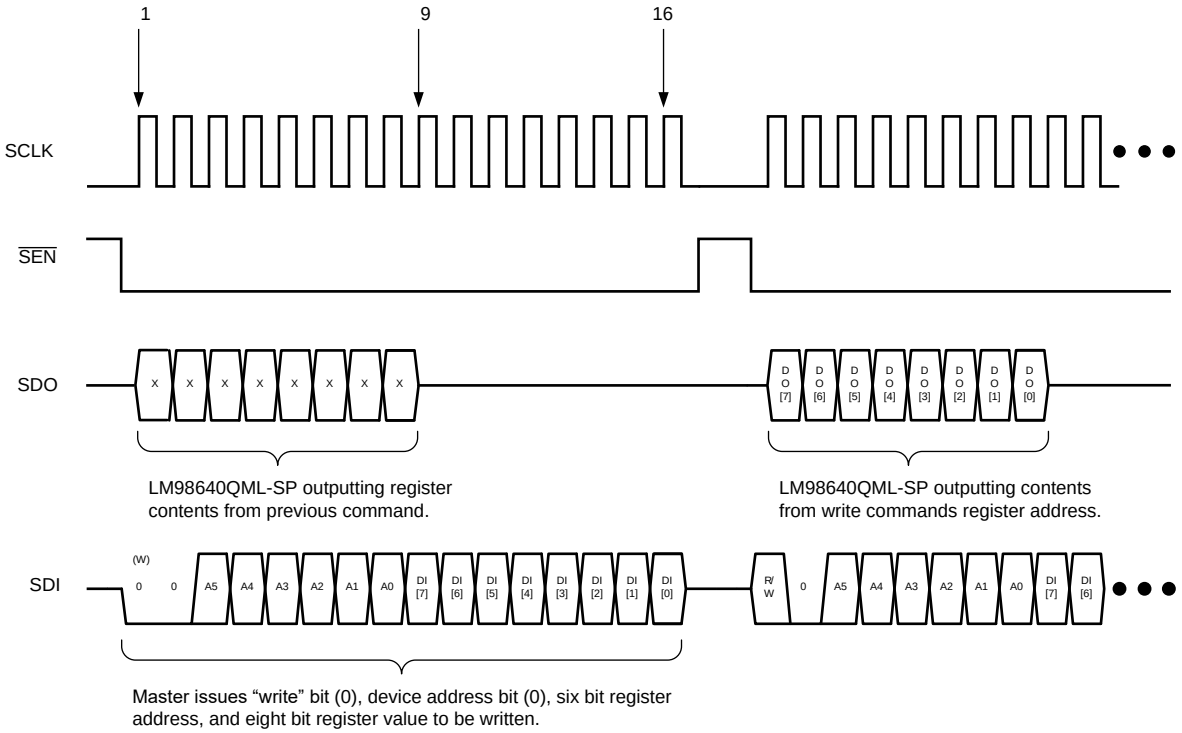

Figure 26. Four Wire Serial Write
To write to the serial registers using the four wire interface, the timing diagram shown in Figure 26 must be met. First, SEN is toggled low. At the rising edge of the first clock, the master should assume control of the SDI pin and begin issuing the write command. The write command is built of a "write" bit (0), device address bit (0), six bit register address, and eight bit register value to be written. SDI is clocked into the LM98640QML-SP at the rising edge of SCLK. The LM98640QML-SP assumes control of the SDO pin during the first eight clocks of the cycle. During this period, data is clocked out of the device at the rising edge of SCLK. The eight bit value clocked out is the contents of the previously addressed register, regardless if the previous command was a read or a write. When SEN toggles high, the register is written to, and the LM98640QML-SP now functions with this new data.